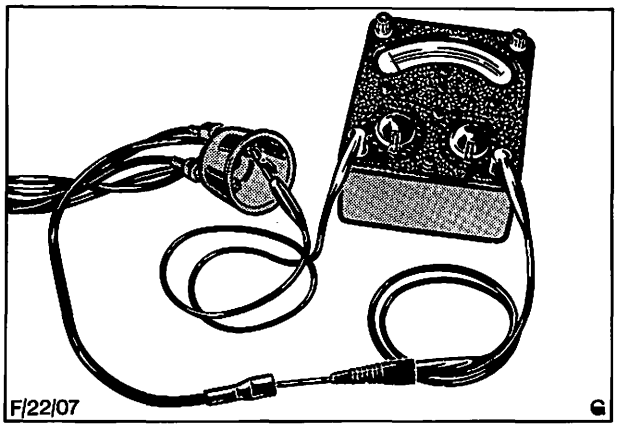

Abb. 75 Zündkabel auf Durchgang prüfen.
4. Ohm-Meter an Zündkerzenstecker und entsprechenden Anschlußkontakt der Verteilerkappe anschließen, Widerstand messen, Abb. 75. Siehe „Technische Daten". Bei hohem Widerstand Kabelanschluß an Verteilerkappe zuerst reinigen und Widerstand nochmals prüfen, bevor das Kabel erneuert wird.